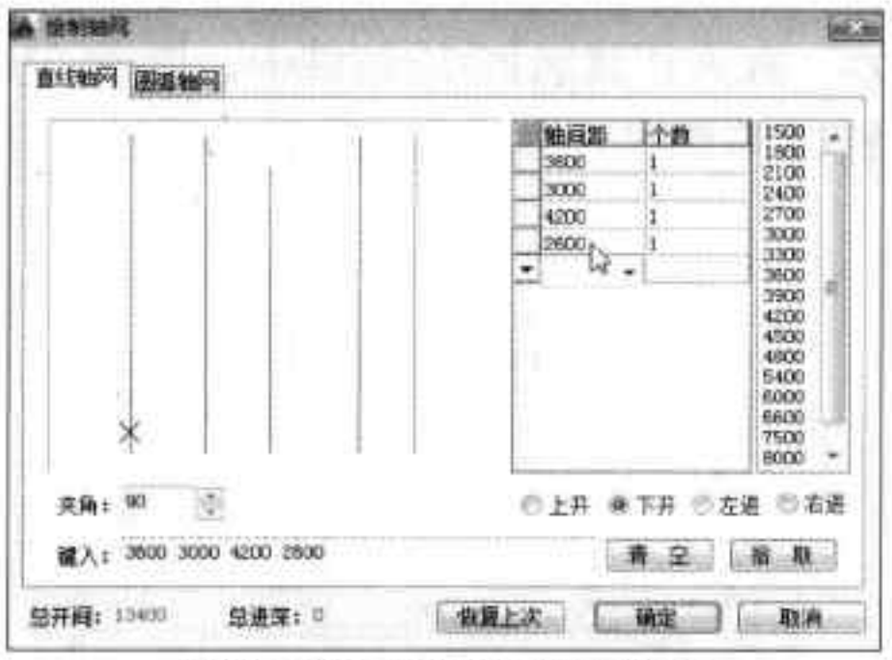

图16-120 输入“下开”轴线值
Step03 单击“下开”单选按钮，在“轴间距”列表中，输入轴线尺寸值，如图 16-120 所示。